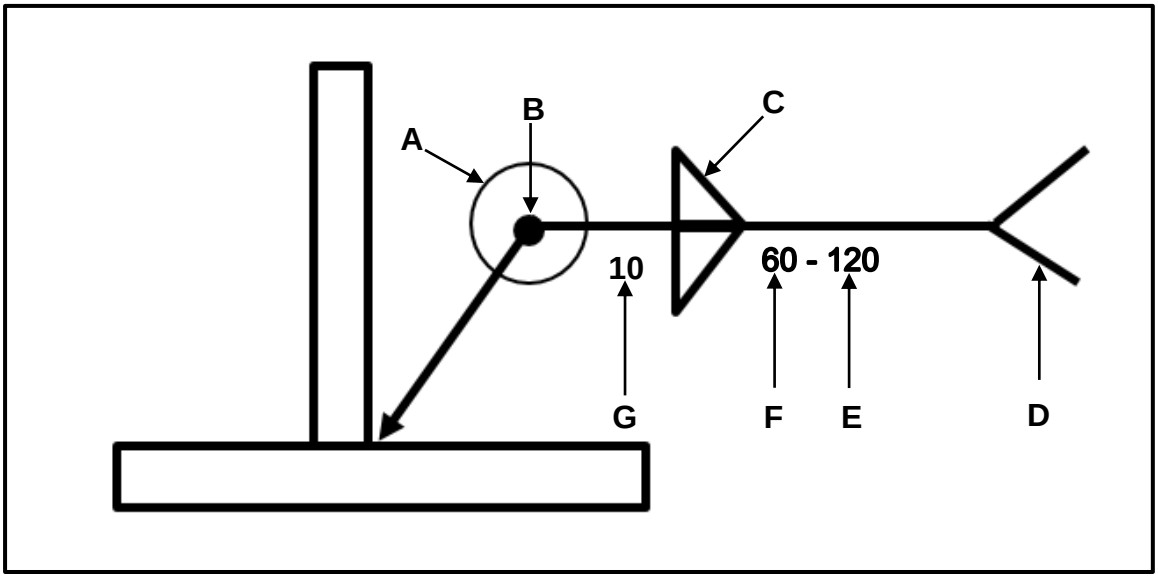

FIGUUR 5.3
5.3 FIGUUR 5.3 hieronder toon 'n tekening met relevante sweisinligting wat nodig is om 'n komponent te vervaardig.